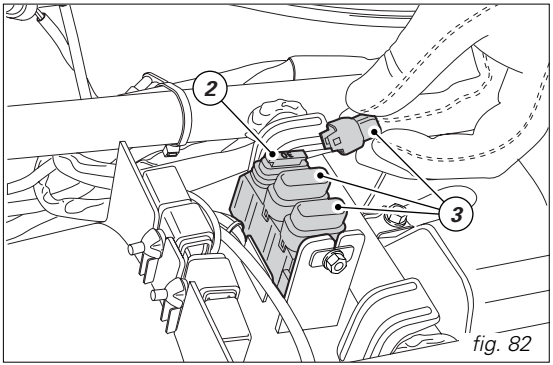

fig. 82
Three fuses (2 fig. 82) located under the seat protect the ABS. Remove the caps (3) to expose the fuses.